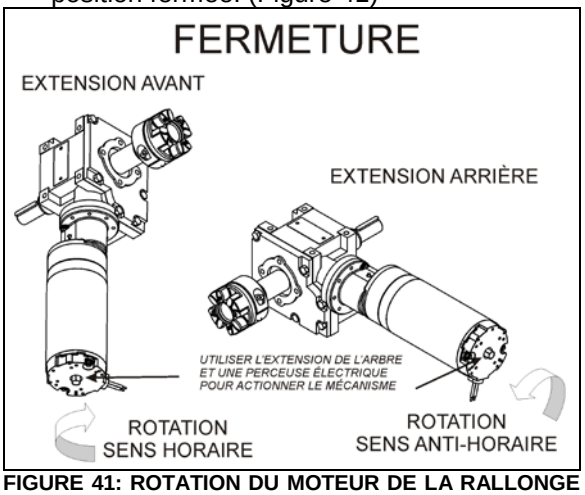

FIGURE 41: ROTATION DU MOTEUR DE LA RALLONGE COULISSANTE 26038
5. Faire tourner la rallonge de l'arbre de moteur d'extension au moyen de la perceuse jusqu'à ce que l'extension atteigne sa position fermée. (Figure 41)